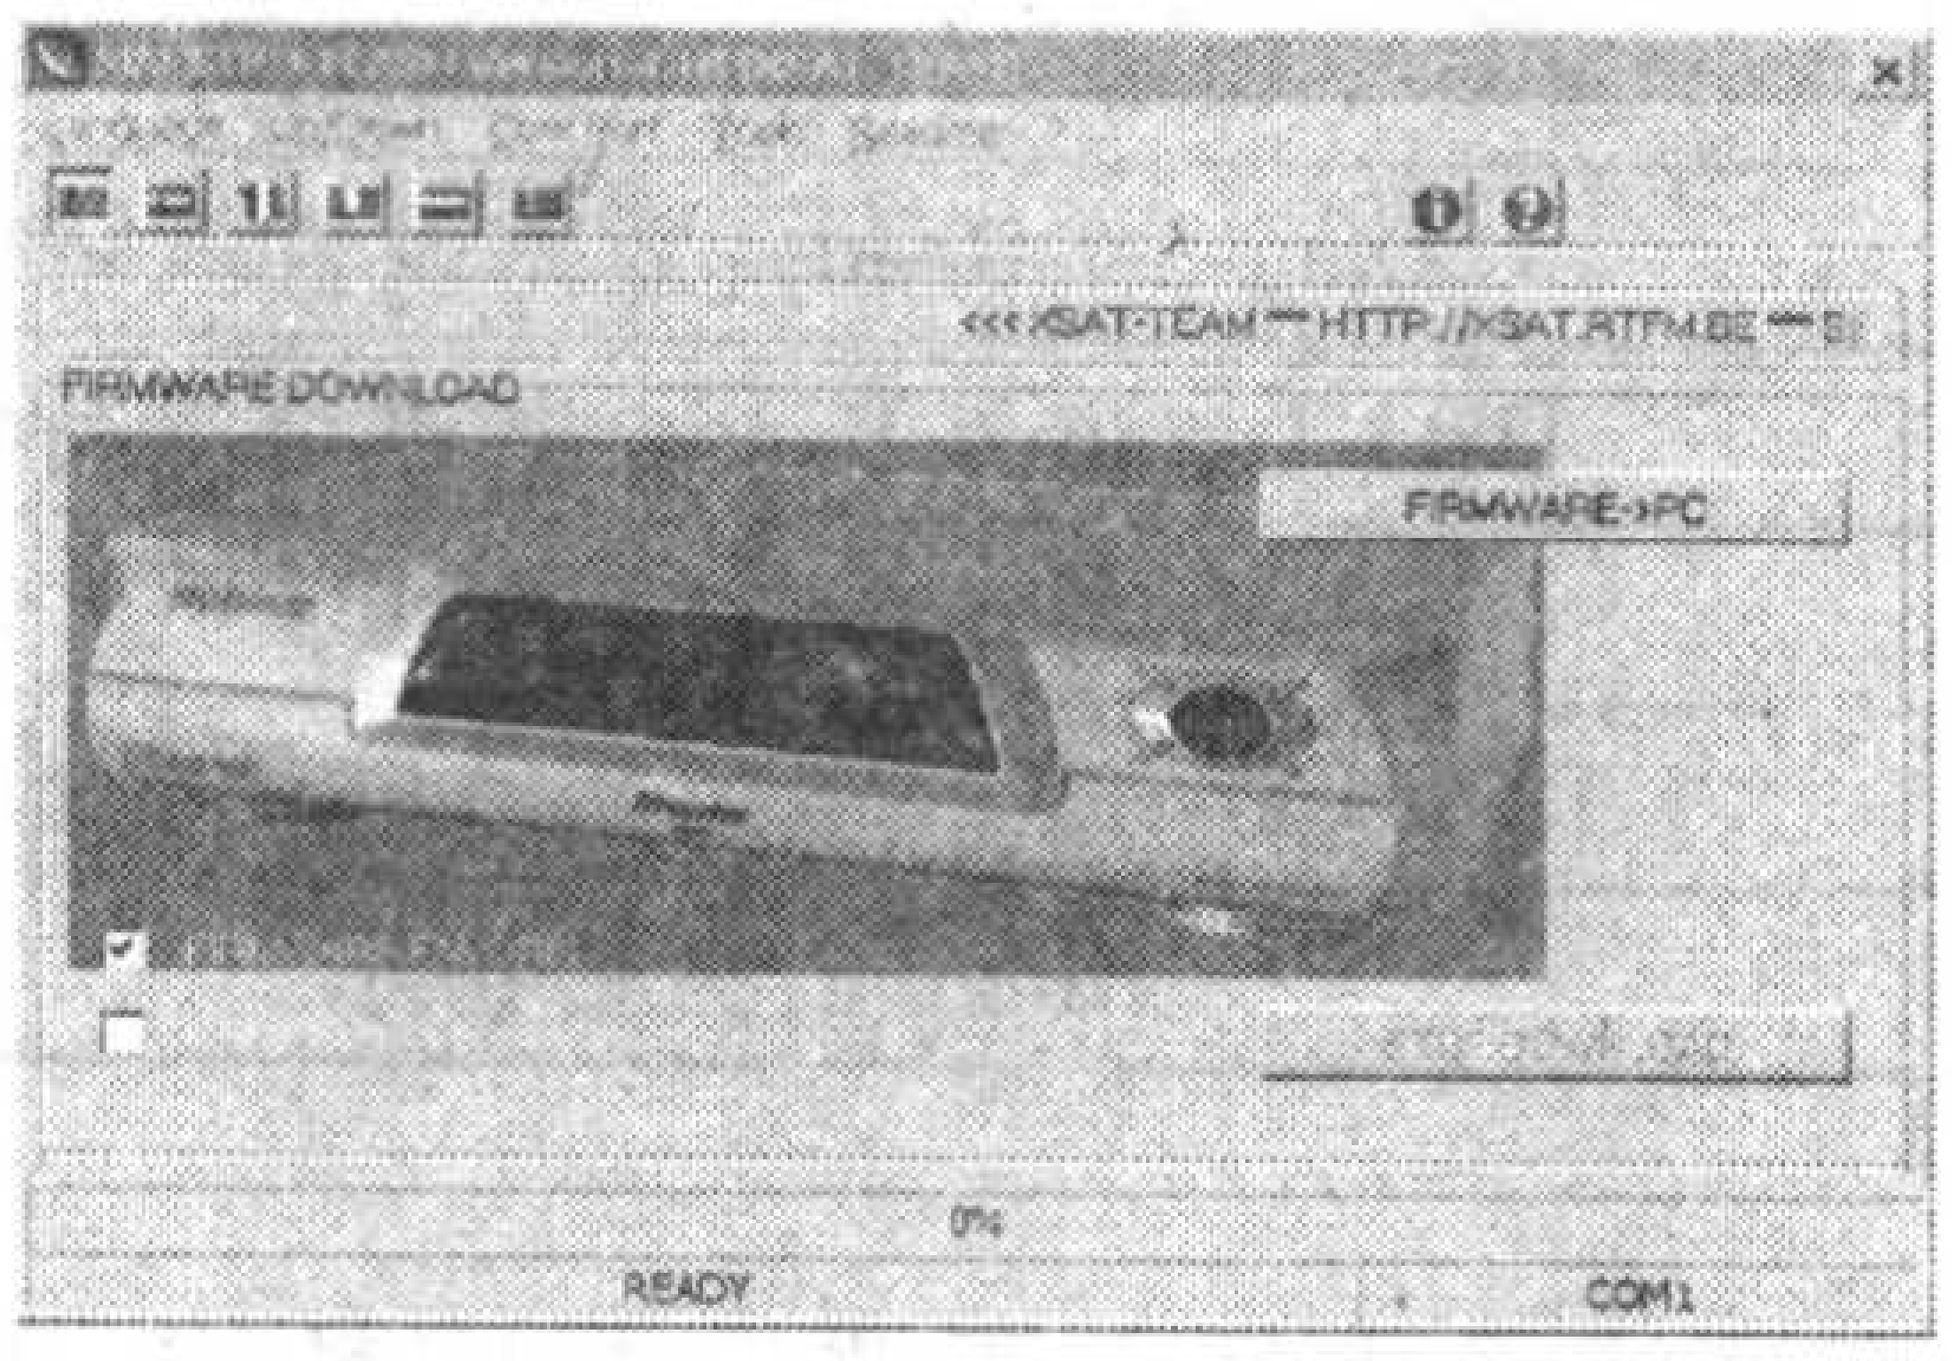

图 18
1. 先按"Format"键,切换到你要修改的系统下面,按图 18 所示,选择 Receiver－＞PC(接收机→电脑),在 FIRMWARE DOWNLOAD(软件下载)界面框内,默认为只选 FAVORIS 节目表文件,一定要改为系统文件和节目表文件均下载,即在"FIRMWARE FAVORIS"在前框打"√"。